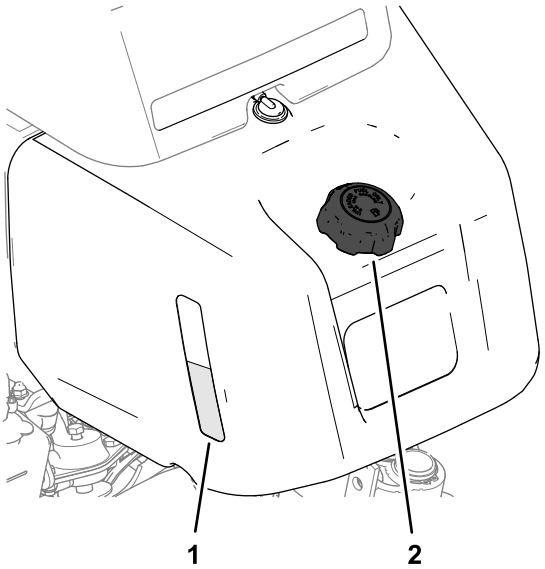
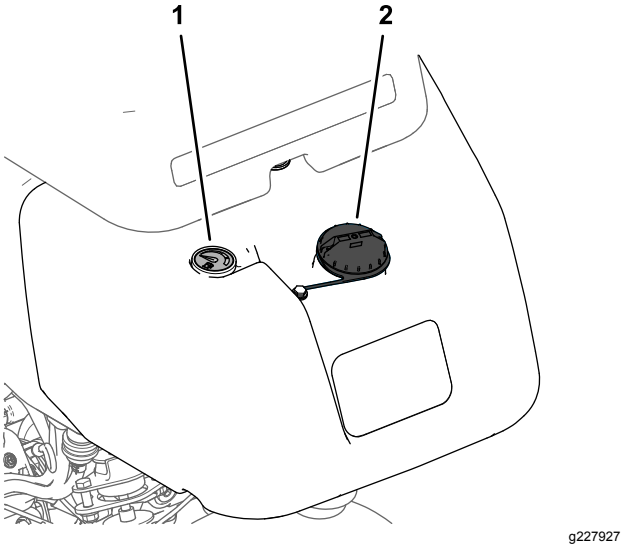

**Figur 21**
**Figur 22**
1. Gör rent runt tanklocket och ta bort det (Figur 21 eller Figur 22).